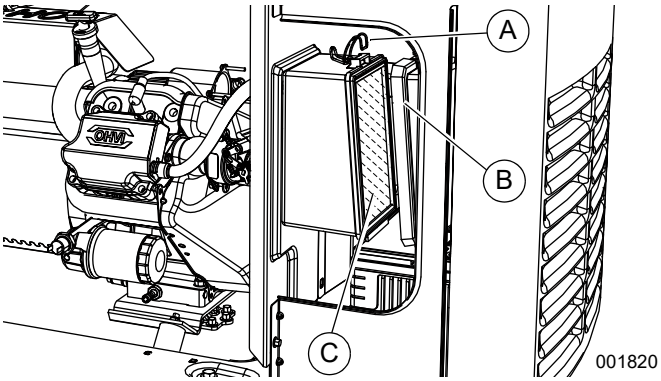
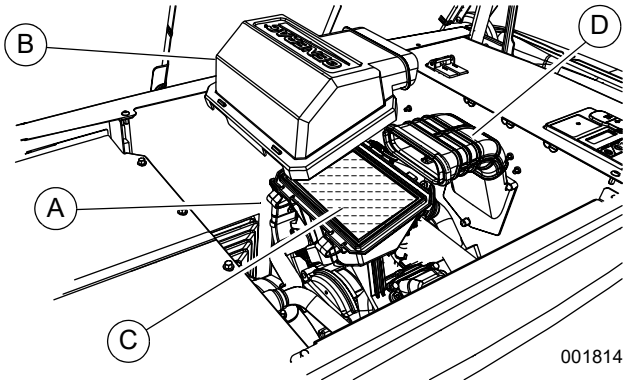

Figure 4-4. Servicing Air Cleaner (10 kW)
Figure 4-5. Servicing Air Cleaner (13–22 kW)
2. See ***Figure 4-4*** or ***Figure 4-5***. Remove cover clips (A) and air cleaner cover (B).